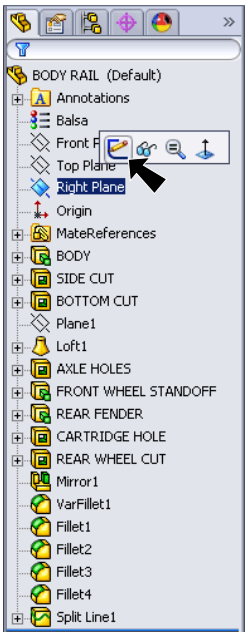

Fig. 152
Step 1. Click **Right Plane** in the Feature Manager and click **Sketch** from the Content toolbar, **Fig. 152**.